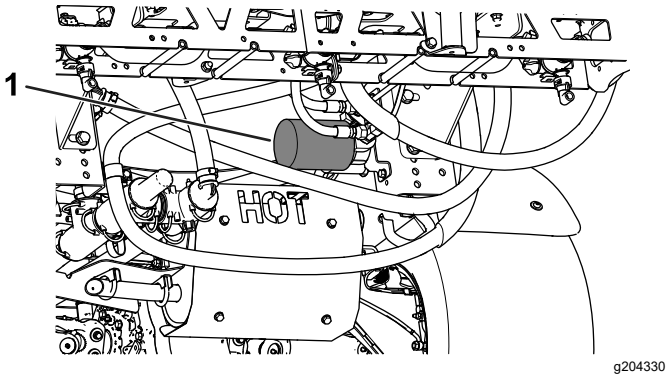

Figuur 58
4. Verwijder het filter (Figuur 58).